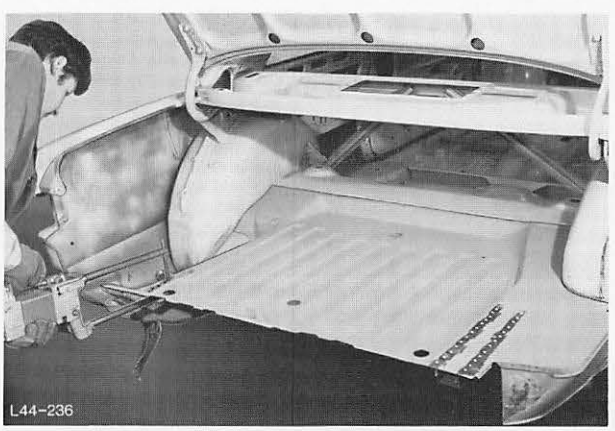

Abb. 251 Bodenblech wo möglich punktschweißen
8. Bodenblech anpunkten und anschweißen, Abb. 251.